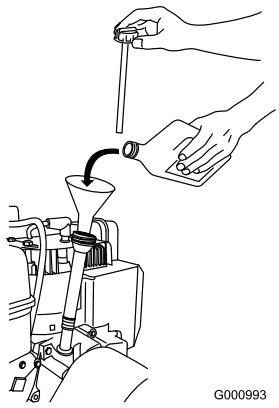

Figur 12
1. Fyll **långsamt** på olja i påfyllningsröret så att nivån höjs till markeringen Full på oljestickan. **Fyll inte på för mycket** (Figur 12).